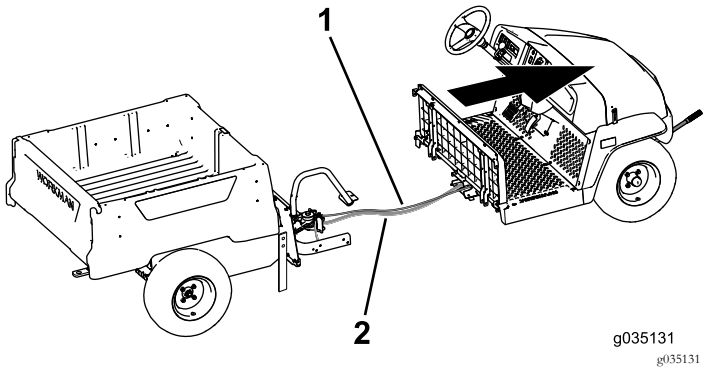

Figura 68
9. Fatevi aiutare da un assistente per spostare la sezione anteriore in avanti e lontano dalla sezione posteriore (Figura 68).